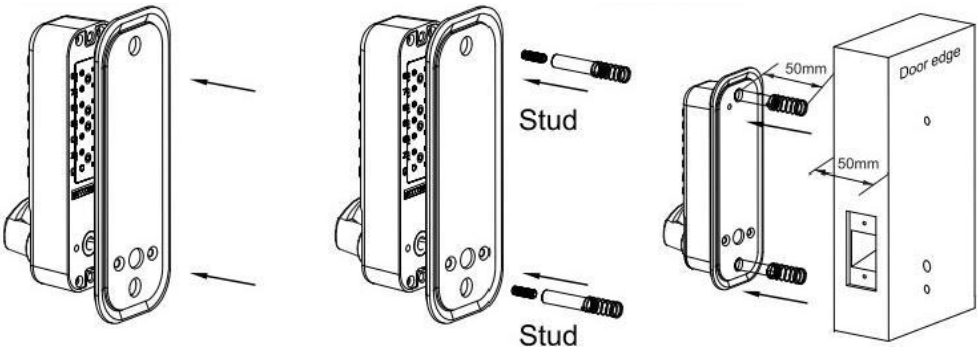

FIG7A FIG7B FIG7C
1) Installatie van een deur met een dikte van 35~42 mm, invoegen de rubber pad.(als Afbeelding 7A)